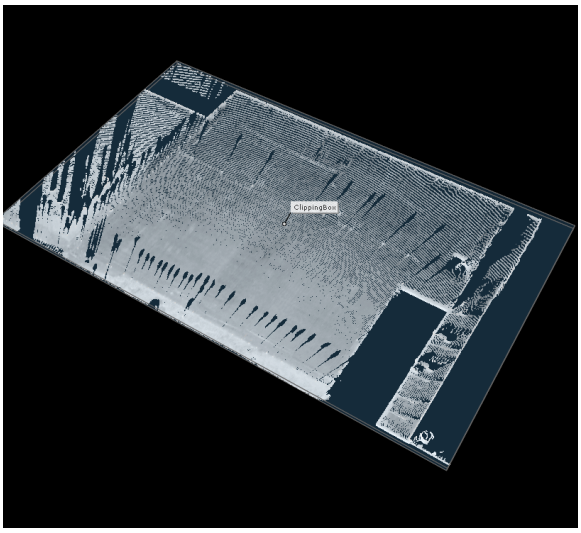
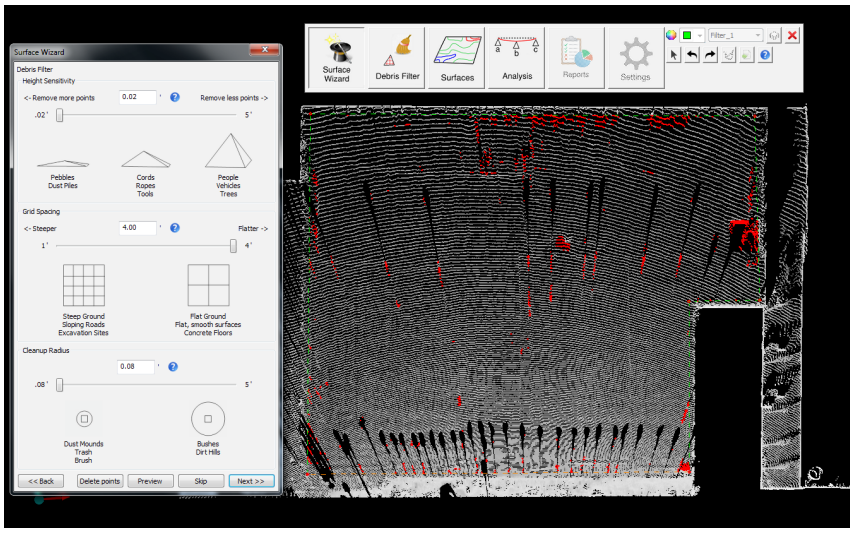

Figure 6. *Create clipping box to isolate area of interest. Hides everything outside of it.*
Figure 7. *Debris filter. Filter that can be used to get rid of things like dirt and chords on a job floor. Parameters are easy to understand and change.*
Step 5: Identify high/low areas using the Rithm Builder App in SCENE – Open up the 3D View and create a clipping box to isolate just the area of concrete that will be evaluated as shown in *Figure 6*. Right click the **Clipping Box Tool** and deselect **Visible**. Open up the Builder App and click on the **Surface Wizard** button. It will walk you through how to apply a filter and create a cut/fill heatmap. The filter will get rid of noisy data along with any debris or trash that might be on the concrete as shown in *Figure 7*.